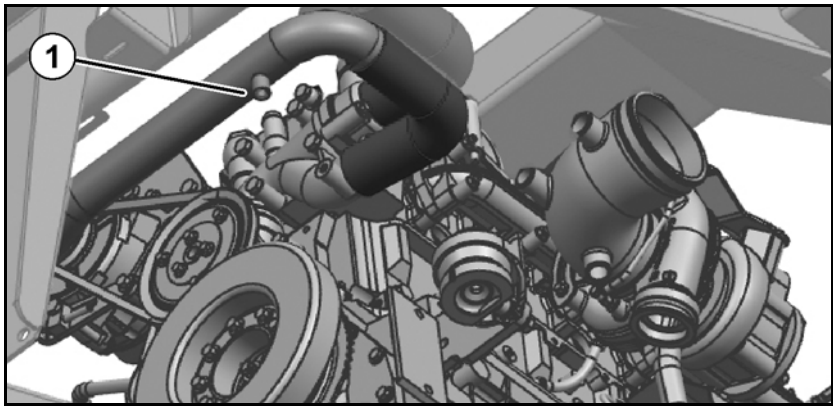

Rys. 147
1. Podstawić miskę ściekową pod korek zmykający (Rys. 147/1).